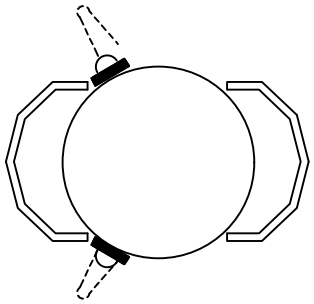

FIGURE 4
(A) TEMPORARY POLE STEP LAG PLATES ARE TO BE INSTALLED WHEREVER DOUBLE STEEL TRUSSES ARE INSTALLED ON A POLE OR IF OTHER OBSTRUCTIONS SUCH AS RISERS, FENCING, ETC. WILL PREVENT SAFE CLIMBING ON POLES WITH SINGLE TRUSSES. IF POLE IS A CLASS THREE OR LARGER, INSTALL LAG PLATES ALTERNATIVELY AT 18 INCH INTERVALS ON SAME SIDE OF POLE (SEE PAGE 374.1, FIG. 2). IF POLE IS SMALLER THAN CLASS THREE, INSTALL LAG PLATES ALTERNATIVELY ON OPPOSITE SIDES OF POLE AT 18 INCH INTERVALS (SEE FIG. 4). INSTALL LOWEST LAG PLATE AT 18 INCHES ABOVE GROUND AND UPPER-MOST LAG PLATE NO GREATER THAN 18 INCHES BELOW THE TOP OF THE STEEL TRUSSES, INCLUDING THE PROTECTIVE COVER.